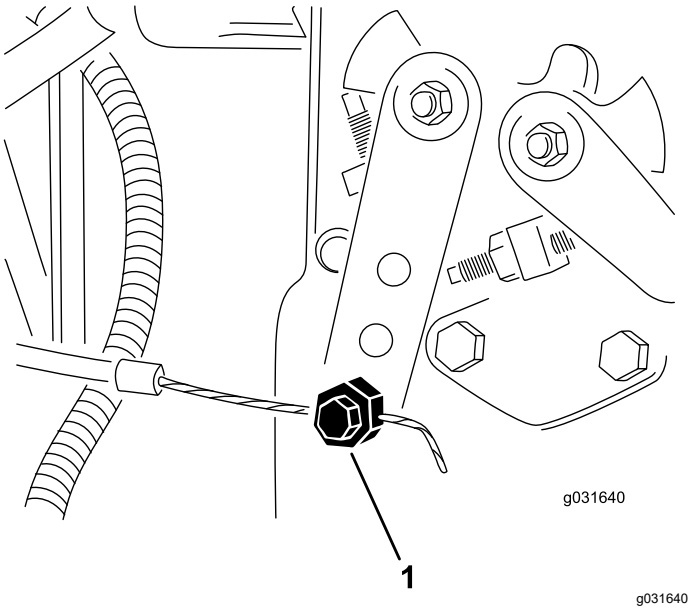

Figura 64
2. Desaperte o dispositivo de ligação do cabo do acelerador no braço da alavanca da bomba de injeção (Figura 64).